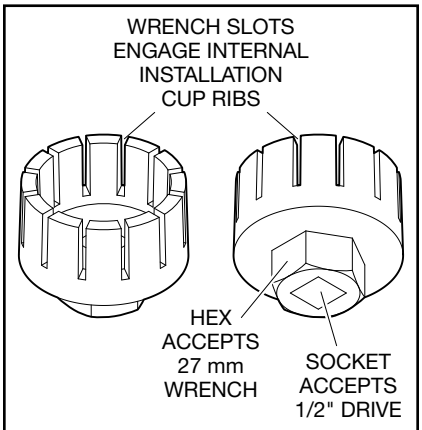

FIGURE 3
Step 7. Insert W-Type 28 Wrench (Ref. Figure 3) into installation cup cavity, fully seating and engaging internal cup ribs. Applying 27 mm hex wrench or 1/2 inch drive, unscrew Installation Cup from sprinkler fitting. Ensure O-ring is removed with Installation Cup from sprinkler fitting outlet and sprinkler cavity.